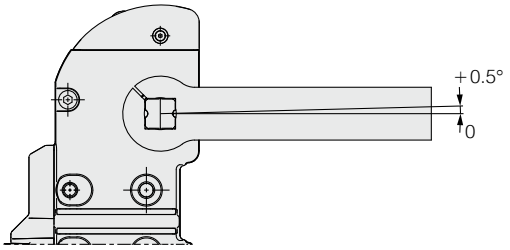

图1
2) 本产品以在外部进行垫片调整为前提，夹紧端如图1所示有0～＋0.5°的机械偏差。